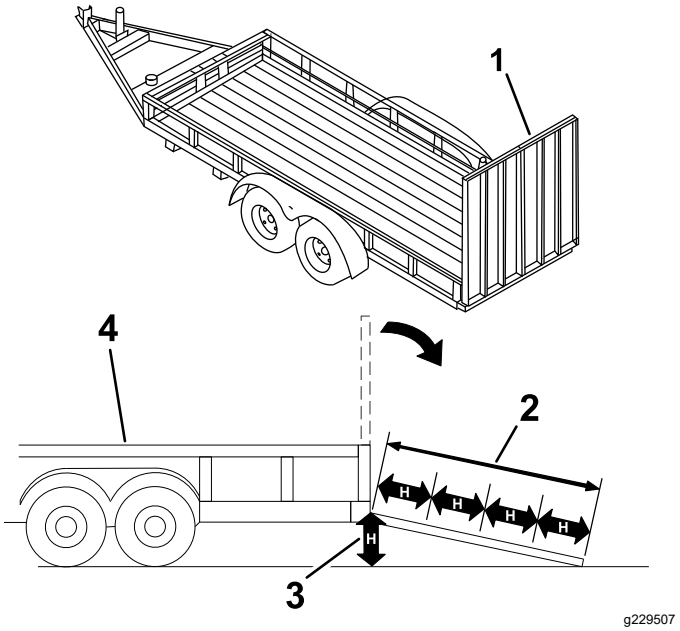

Figura 49
3. Baje la rampa, asegurándose de que el ángulo entre la rampa y el suelo no supera los 15 grados (Figura 49).
1. Baje la rampa, asegurándose de que el ángulo entre la rampa y el suelo no supera los 15 grados (Figura 49).